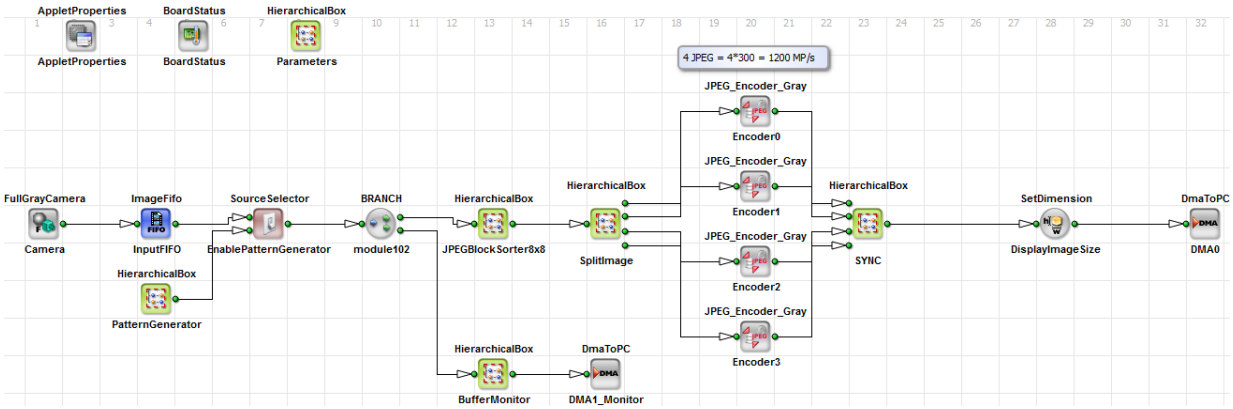
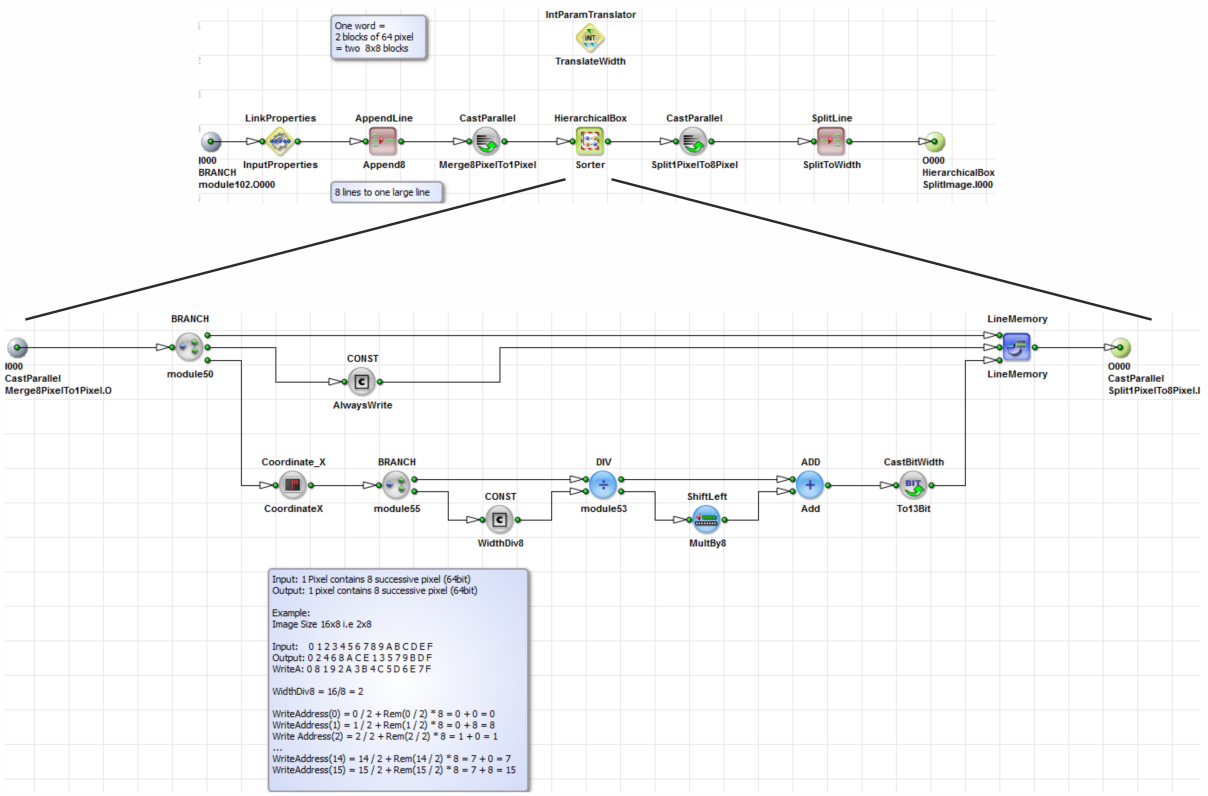
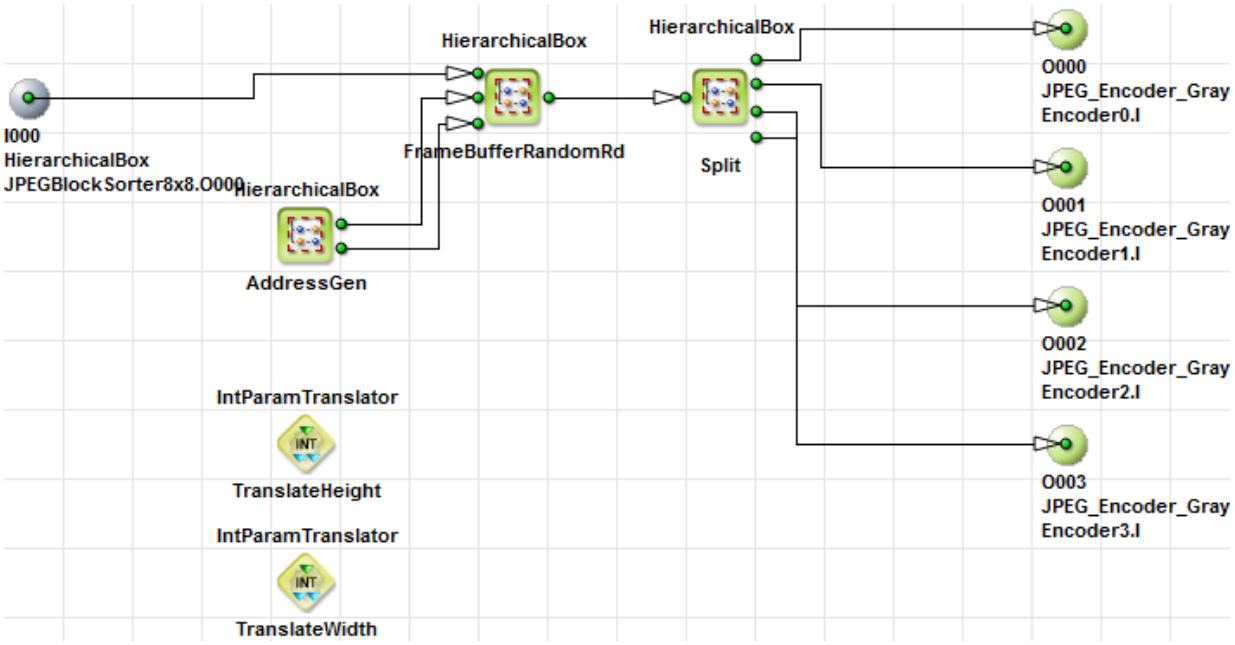
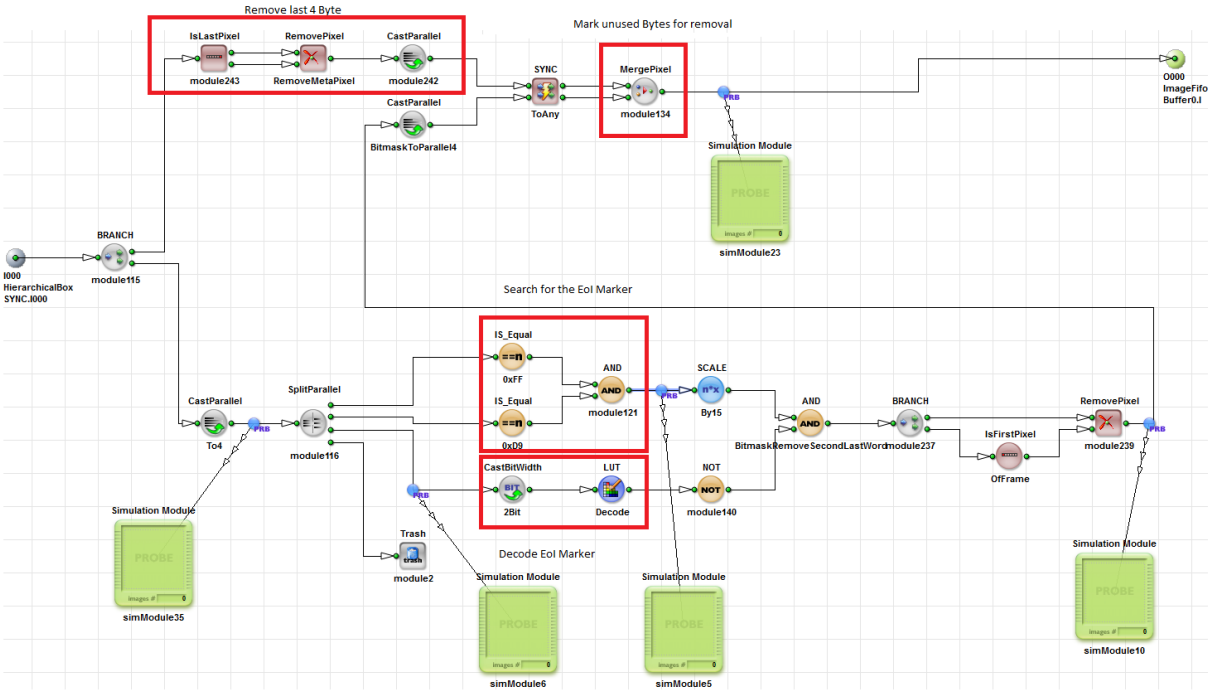

Figure 12.4. Basic design structure
Figure 12.5. Content of box **JPEGBlockSorter8x8**
Figure 12.7. Content of **SplitImage** box
Figure 12.8. Content of the **RemoveFillByte** box
In Fig. 12.4 you can see the general applet. For the compression there are three interesting hierarchical boxes (**JPEGBlockSorter8x8**, **SplitImage** and **SYNC**). In **JPEGBlockSorter8x8**(Fig. 12.5) the data of 8 lines is rearanged to blocks of 8x8 pixel. These blocks are send consecutively.
**SplitImage**(Fig. 12.7) saves the image to the DRAM and rearanges the lines in a way, that the 4 consecutive lines addresses 4 independend MCU-block-lines. In this way for streams of MCU-block-lines can be split and send to 4 independend encoders.
The **SplitImage**(Fig. 12.7) box rearanges the lines from the **JPEGBlockSorter8x8**(Fig. 12.5) into a schema, where always 4 blocks are separatly transmitted. Each Block consists of 8 Lines. This procedure is repeated till all lines are transmitted.
The **SYNC** box combines the streams of each JPEG_Converter into one image. This is done in three steps. First the final bytes (0xFFD9 - End of Image Marker + Informations from the operator) are marked for removal. This is done in the Box **RemoveFillByte**(Fig. 12.8). Second restart markers are added in between the blocks. Restart Markers in a JPEG stream are in a structure: "0xFFDx", where x is a value from 0 to 7 counting round and robbin. This is done in the Box **RestartMarker**(Fig. 12.5). Third unused Bytes are removed.